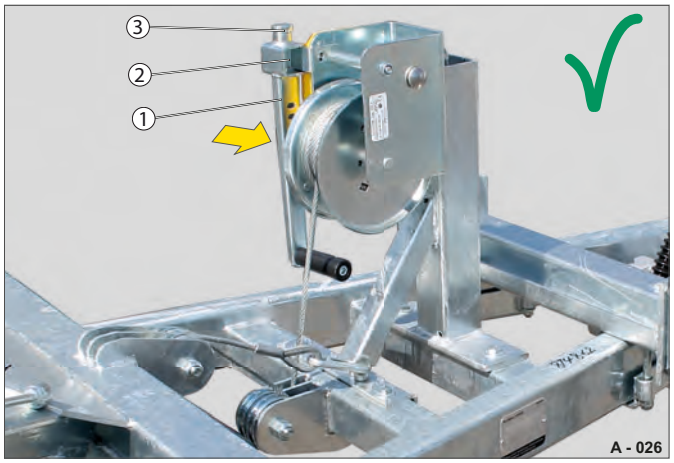

Fig. 17 Manuelt spil i kørselsstilling
- ▶ Løft sikringsstiften (Fig. 17 /3).
- ▶ Anbring håndsvinget (Fig. 17 /2) på parkeringsholderen (Fig. 17 /1).
- ▶ Slip sikringsstiften (Fig. 17 /3), og kontrollér, at håndsvinget er fastgjort forsvarligt.